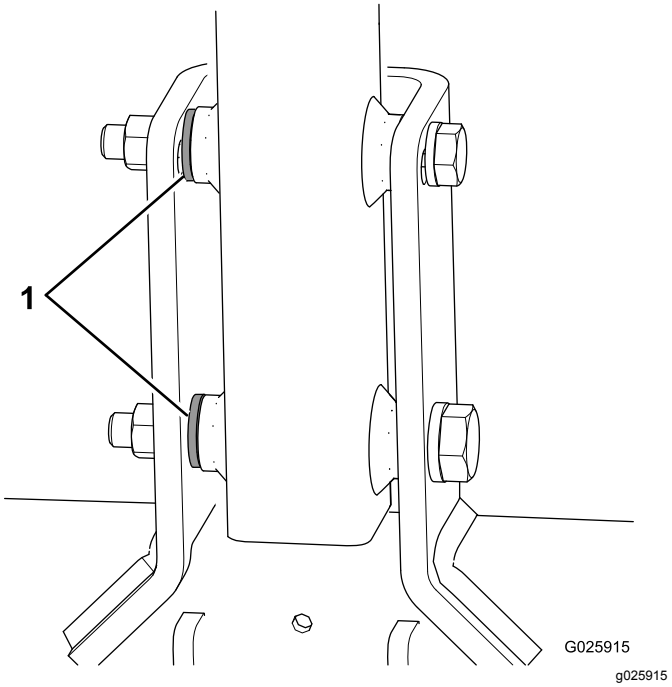

**Figuur 6**
- Als er bij uw machine een derde ring bij elke bout is geleverd, gebruik deze ringen dan als afstandsstuk tussen de trekhaak en de binnenkant van de draaibeugel van de trekhaak (Figuur 6).